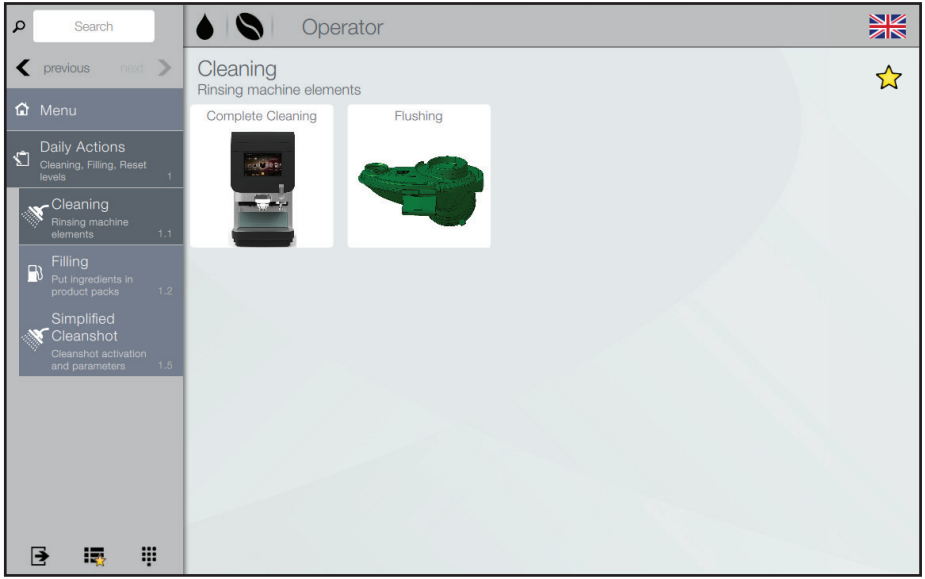

Fig. 6.6 - Curățare
- Urmați instrucțiunile din secțiunile „Clătire” și „Curățare completă”, vezi capitolul „Curățare” (fig. 6.6).